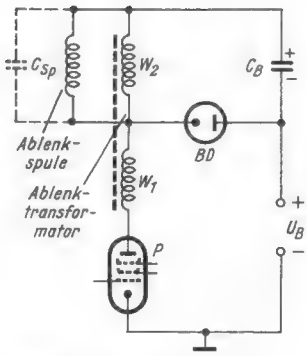

Bild 6. Prinzipschaltung der Horizontalablenkung
2. Die Schaltung und ihre Arbeitsweise (Bild 6)